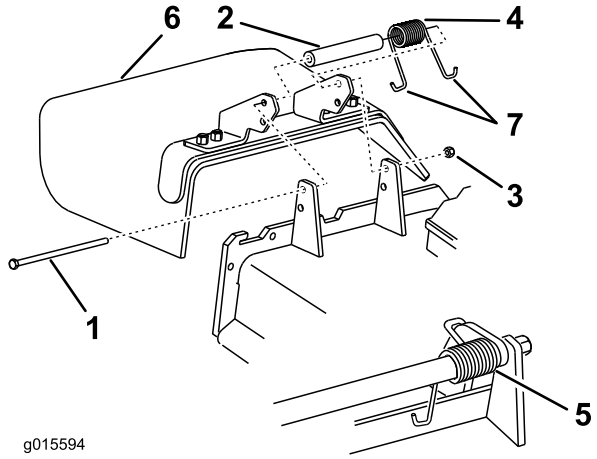

Figure 97
1. Retirez le contre-écrou, le boulon, le ressort et l'entretoise qui fixent le déflecteur aux supports de pivot (Figure 97). Enlevez le déflecteur s'il est endommagé ou usé.
**Remarque:** Prenez soin de placer une extrémité en **J** du ressort derrière le bord du plateau avant de mettre le boulon en place, comme indiqué à la Figure 97.
3. Remettez le boulon et l'écrou en place. Accrochez une extrémité en **J** du ressort au déflecteur d'herbe (Figure 97).